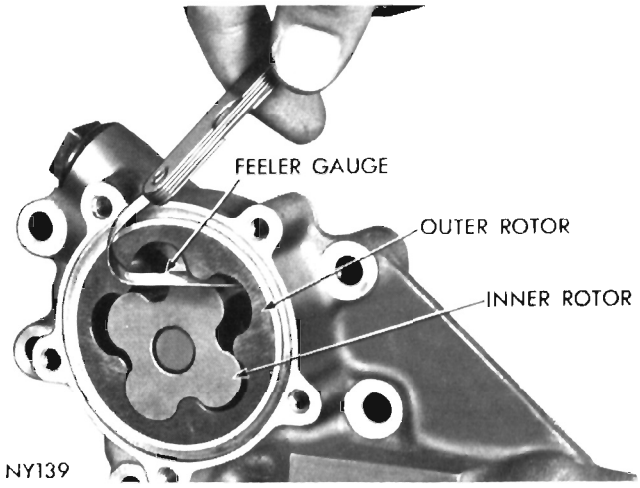

Fig. 56—Measuring Clearance Between Rotors
(7) If clearance between inner rotor and outer rotor (Fig. 56) is more than .010 inch, replace inner and outer rotors.